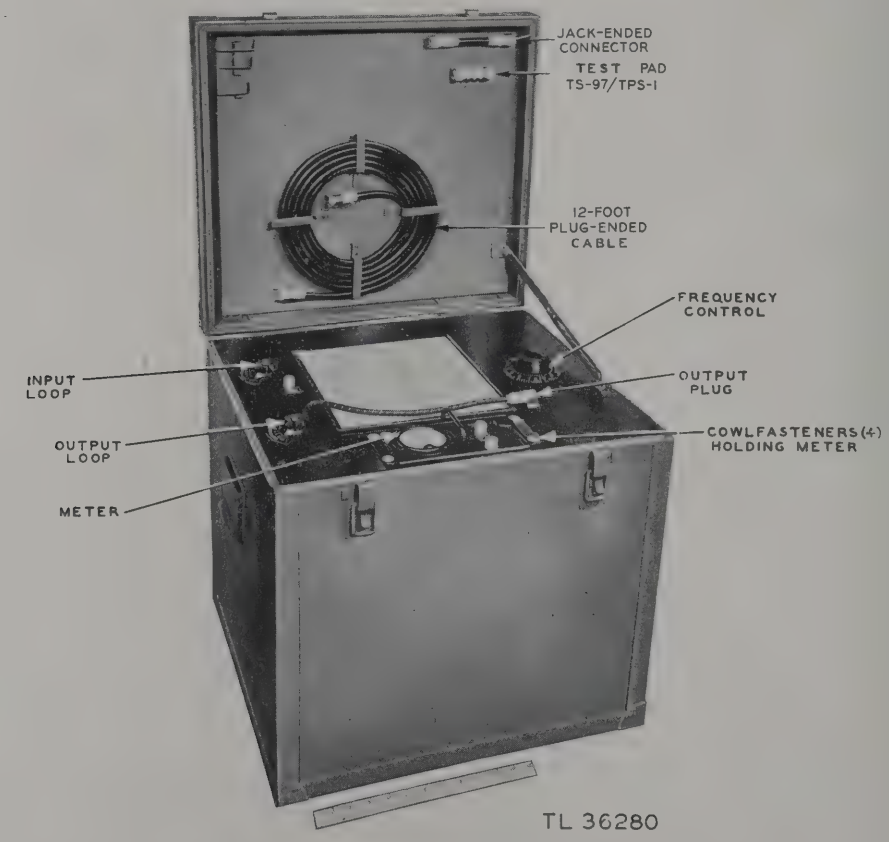
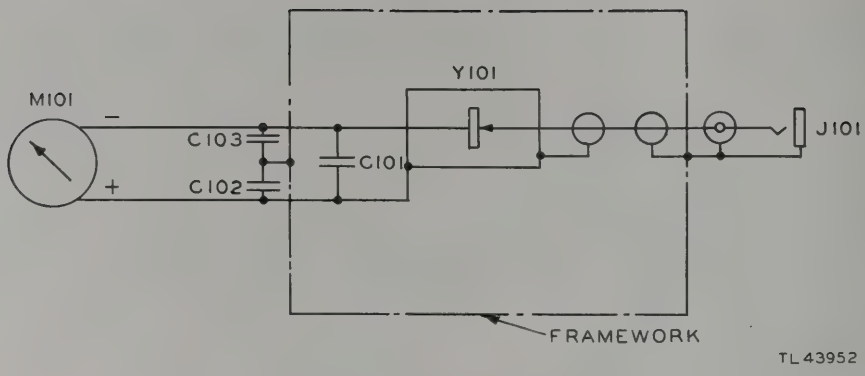

Figure 61. Test Set TS-91/TPS-1, cover opened.
Figure 63. Test Set TS-91/TPS-1, schematic diagram.
c. Characteristics. Test Set TS-91/TPS-1 (echo box) is shown in figures 61 and 62. A chart attached to the panel is reproduced in figure 69. This test set consists of a cylindrical cavity, a meter panel (fig. 63) on which is mounted a d-c microammeter and a crystal rectifier, a 10-db pad, a 12-foot plug-ended cable, and a jack-ended connector. The cavity is tuned by moving a metal plunger axially in the cylinder of the cavity. The plunger diameter is slightly less than the internal diameter of the cylinder. The plunger position is controlled by a rack and pinion and the FREQUENCY CONTROL knob. An arbitrary scale reading from 0 to 70, each division corresponding to about 1 megacycle, is provided for reference purposes. Coupling loops are used to introduce and remove energy from the echo box. These loops are polarized in a plane perpendicular to the cylinder axis in order to link the maximum lines of magnetic flux. The amount of insertion, and thus the amount of coupling by the input loop, can be controlled by the INPUT LOOP knob. The output loop is controlled by the OUTPUT LOOP knob. As one loop is used to introduce energy into the box, the second loop may be used to remove some of this enregy. If this r-f energy is rectified through a crystal detector, its comparative strength can be measured on a microammeter.